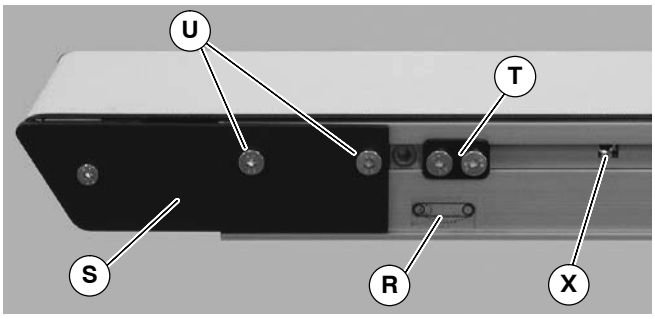
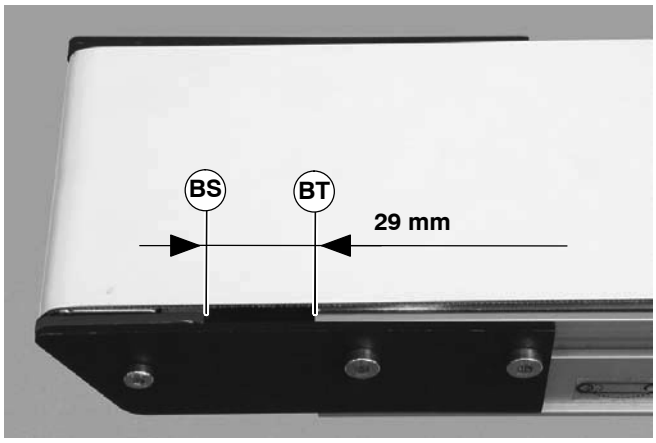

Figure 39
Figure 40
1. On tension end of the conveyor, identified with a label (R of Figure 39), adjust head plate assembly (S): On both sides of conveyor, loosen fastening screws (U) and rotate pinion gear (X) to adjust head plate assembly.
2. Adjust head plate assembly so the edge of the axle support plate (BS of Figure 40) is separated from the end of the conveyor (BT) by 29 mm. Tighten fastening screws (U of Figure 39) on both sides of conveyor to 7 Nm.
3. If equipped with cam tracking assemblies (T of Figure 39) position against head plates and adjust belt tracking. Refer to “Conveyor Belt Tracking”, page 16.